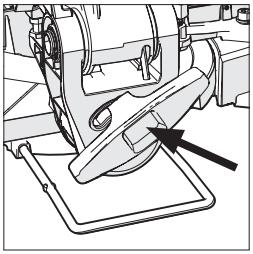

Abb. 22
- Lösen Sie den Verriegelungsgriff der Schräge. **(Abb. 22)**